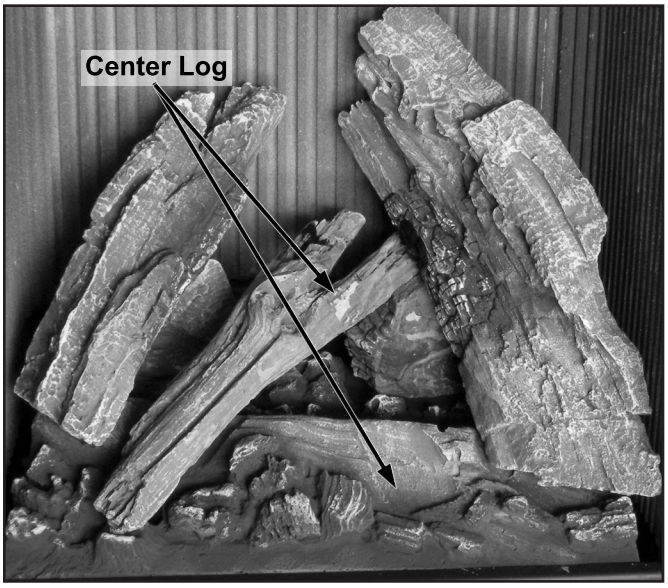

Figure 54: Log Placement of Center Log.
6. Place the bottom of the Center Log in the ledge at the front center of the burner and rest the middle of the log against the top of the "Y" Log as shown in Figure 54 and 55.